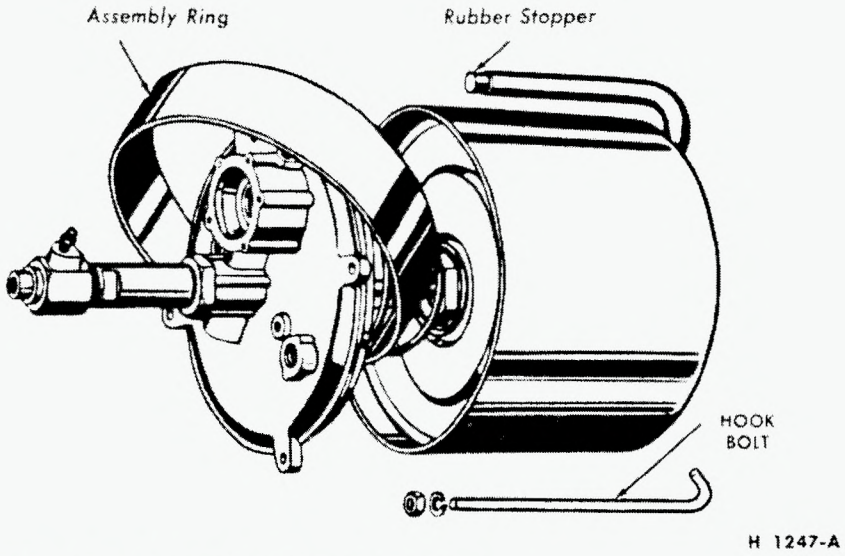

FIG. 64—Assembly Ring Removal
17. Insert a rubber stopper into the control tube (Fig. 64).
20. With the rubber stopper still in the control line tube, slide the assembly ring over the end plate, as shown in Fig. 64, and remove the rubber stopper from the control line.